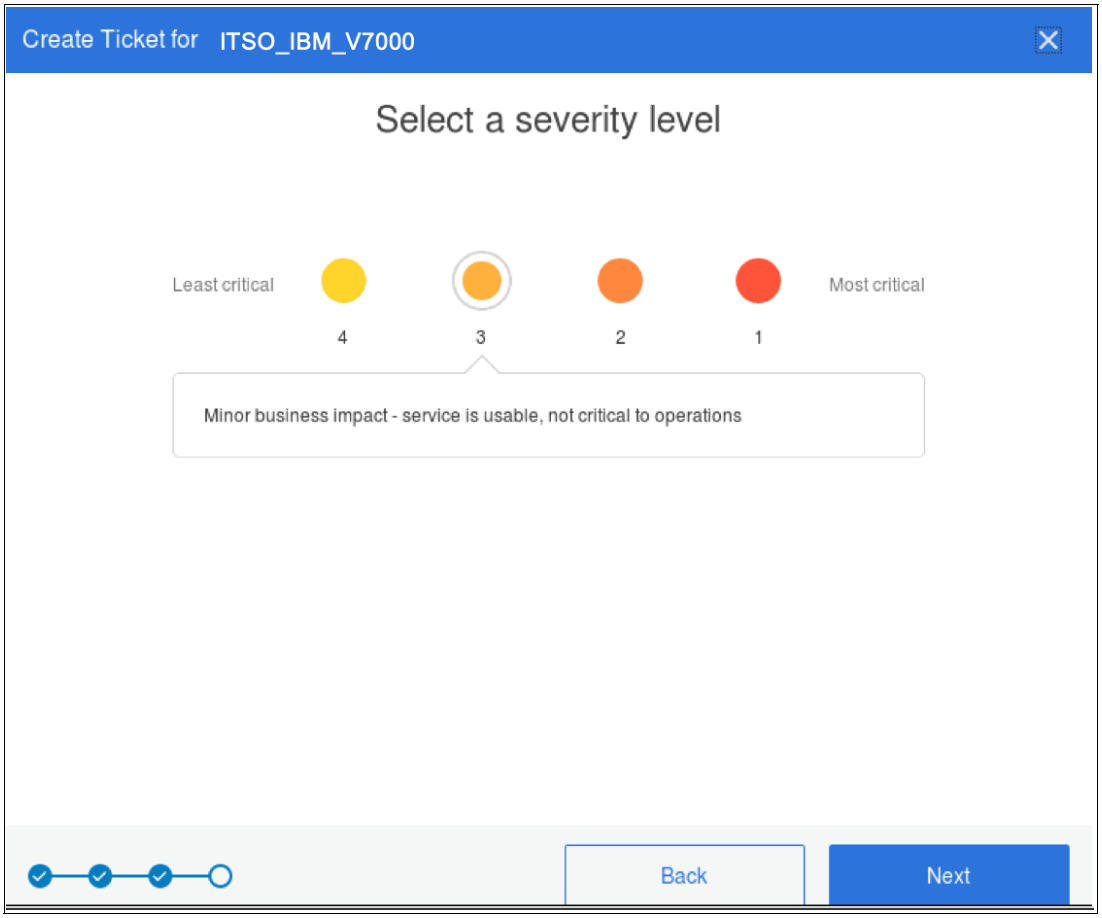

Figure 11-15 Set severity level
4. Set a severity level for the ticket, ranging from a severity 1 for a system down or extreme business impact, to severity 4, which is for non-critical issues (see Figure 11-15).